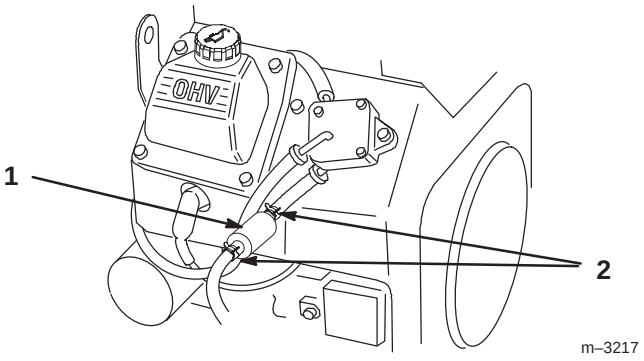

Figure 41
3. Pincez les extrémités des colliers et faites glisser ceux-ci pour les éloigner du filtre (Fig. 41).